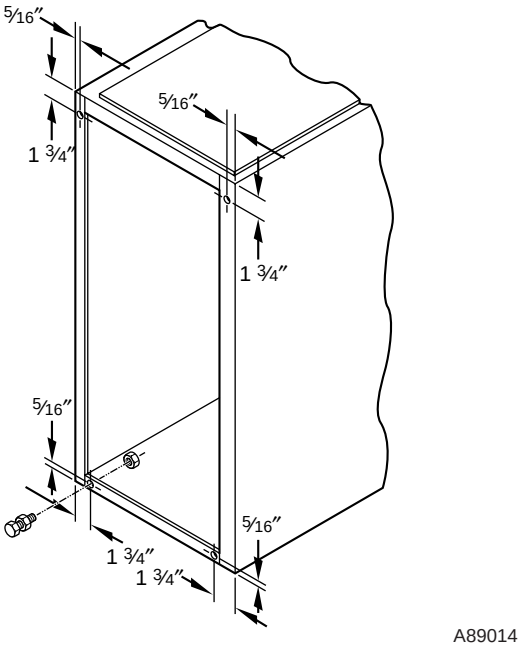

Fig. 17—Leveling Legs
When furnace is used in upflow position with side inlet(s), leveling legs may be desired. (See Fig. 17.) Install field-supplied, corrosion-resistant 5/16-in. machine bolts and nuts.
1. Position furnace on its back. Locate and drill a 5/16–in. diameter hole in each bottom corner of furnace. (See Fig. 17.) Holes in bottom closure panel may be used as guide locations.